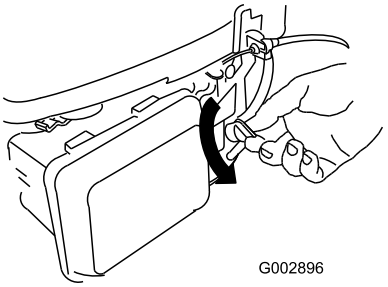

Figur 21
2. Drej brændstofventilarmen hen til positionen On (Figur 21).